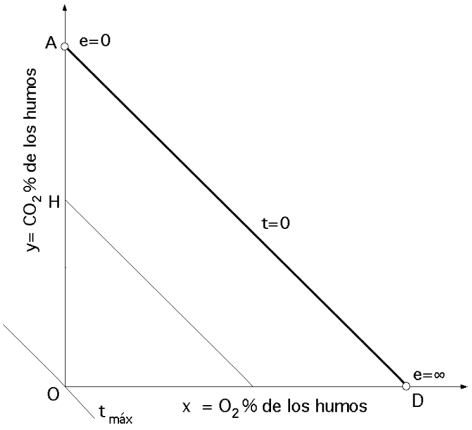

Fig XVI.4
Para construir esta recta basta con determinar un punto, el de intersección con el eje (Oy) y trazar por él una paralela a la recta (AD) de combustión completa, Fig XVI.4: